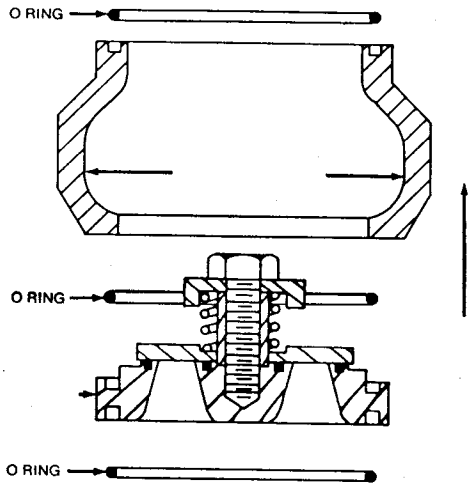

Figure 36
c) Clapets à disque (figure 36) pour des débits au-dess us de 1500 litres/heure. Egalement disponible avec un siège élastomètre (figure 37) et en TFE (figure 38).